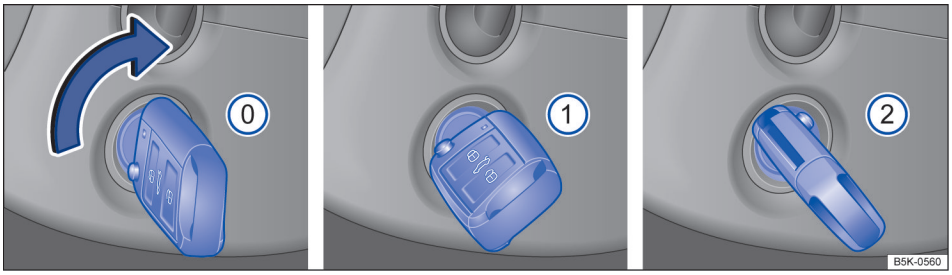

图 94 点火开关锁孔位置
点火钥匙处于该位置时→ 图 94 ⓪，关闭点火开关，发动机熄火，同时啮合方向盘锁止机构，锁止方向盘。
– **配备手动变速箱的车辆：**将点火钥匙转到位置→ 图 94⓪。